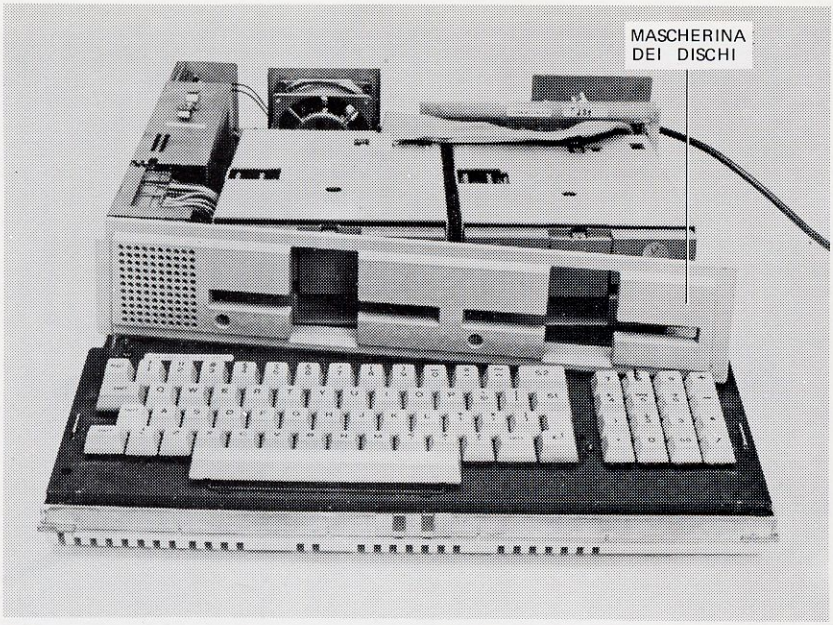

Figura B-5 Rimozione della mascherina dei dischi
5. Togliere la mascherina dei dischi (vedere Figura B-5).